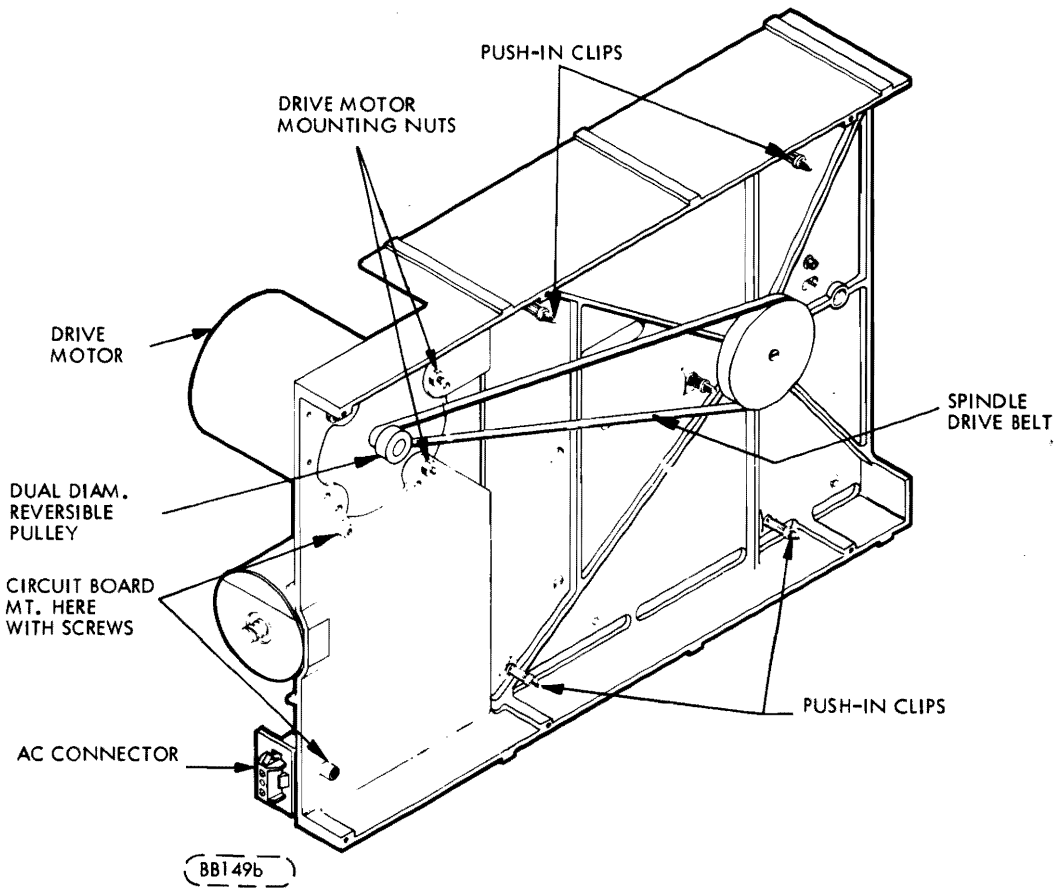

Figure 6-12. Base-Casting Assembly
c. Remove two screws from printed-circuit board adjacent to connector J1 (Figure 6-12).
d. Remove PWA by detatching it from the four push-in clips shown in Figure 6-12.
c. Remove AC connector from bracket. (Figure 6-12)
d. Remove spindle drive belt (Figure 6-12)
e. Remove three (3) nuts securing drive motor (Figure 6-12)
This procedure is to be used to convert the FDD unit from 60-Hz operation to 50-Hz operation or vice versa. This is accomplished by reversing the dual diameter reversible pulley on the spindle-motor shaft (Figure 6-12) using the following steps: